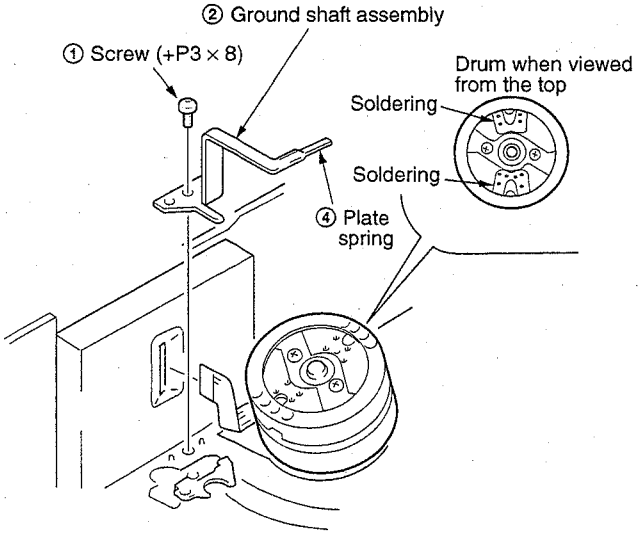

Fig. 7
1) Remove screw ① (+P3×8) and remove the ground shaft assembly ②. (Refer to Fig. 7)